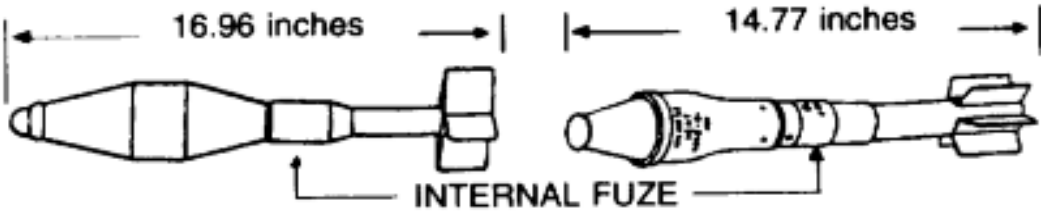

Figure 093-401-5040-8b
(3) Thrown (see figures 093-401-5040-9a and 093-401-5040-9b).